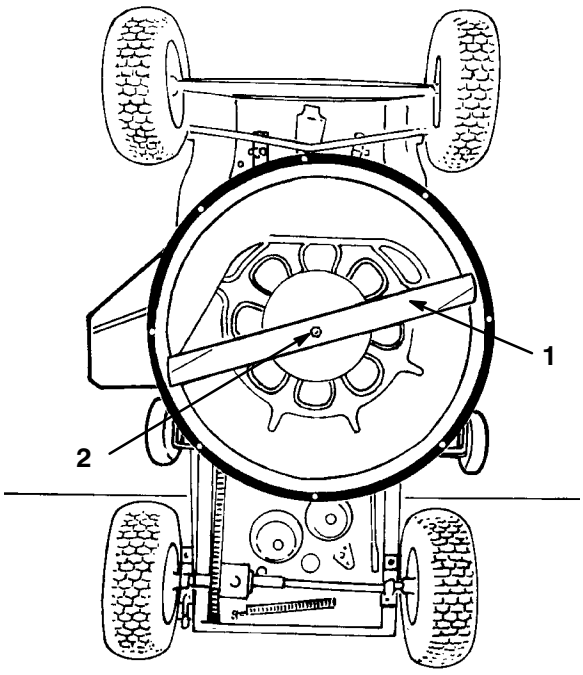

Figure 20
6. Tenir la lame par le bout à l'aide d'un chiffon ou d'un gant épais, et retirer le boulon de lame, la rondelle et la lame (Fig. 20).
9. Remonter dans l'ordre la lame, la rondelle et le boulon de lame (Fig. 20). Serrer le boulon à 61–81 Nm (45–60 ft-lb).